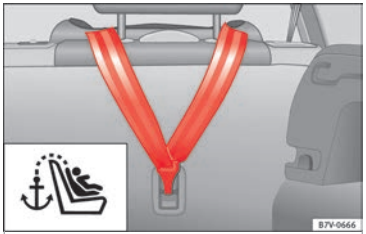

Fig. 39 Upper retaining strap hooked in the luggage compartment
- Hook the upper retaining strap to the corresponding retaining ring (for Top Tether) on the back of the seat backrest on the rear seat ››› Fig. 39.